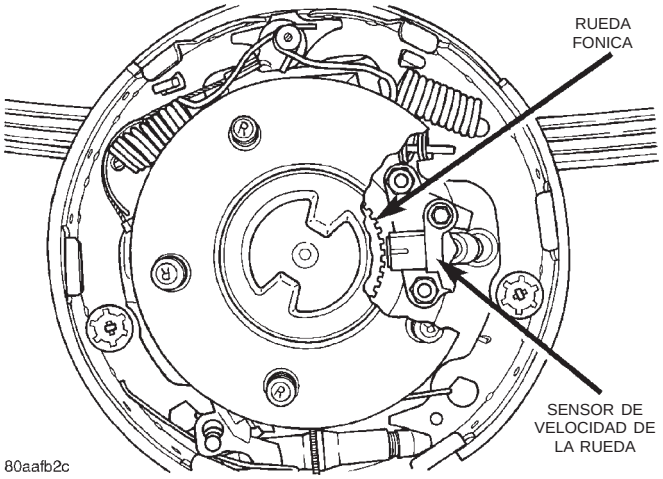

Fig. 9 Sensor de velocidad de la rueda trasera
(8) Retire los collarines que fijan los cables del sensor a los tubos de freno, el eje trasero y la manguera de freno.
(9) Retire de su asiento la arandela de goma de la placa de apoyo del sensor.
(10) Retire el perno que fija el sensor al soporte y retire el sensor (Fig. 9).